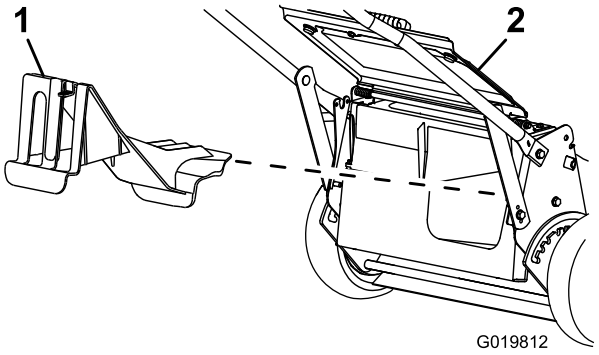

Рисунок 18
- Если не установлена задняя выпускная пробка, возьмите ее за рукоятку, поднимите задний отражатель и вставьте ее в желоб заднего выброса, пока защелка не зафиксируется на месте, см. Рисунок 18.
2. Нажмите большим пальцем на фиксатор задней выпускной пробки и снимите пробку (Рисунок 18).